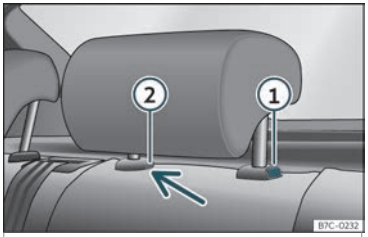

Abb. 103 Kopfstützen hinten: Ausbau.
• Drücken Sie die Taste ››› **Abb. 103** ① und gleichzeitig mit einem Schlitzschraubendreher (Breite max. 5 mm) in die Öffnung der Verriegelung ② und ziehen Sie die Kopfstütze heraus.